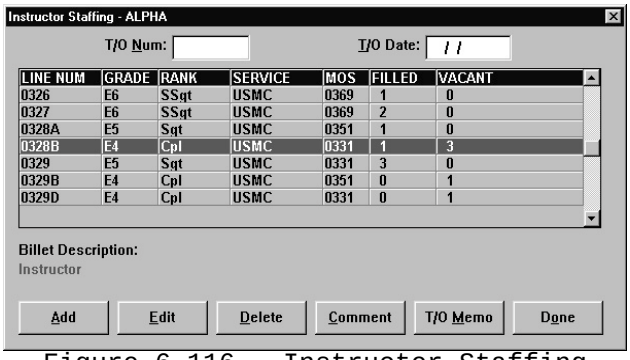
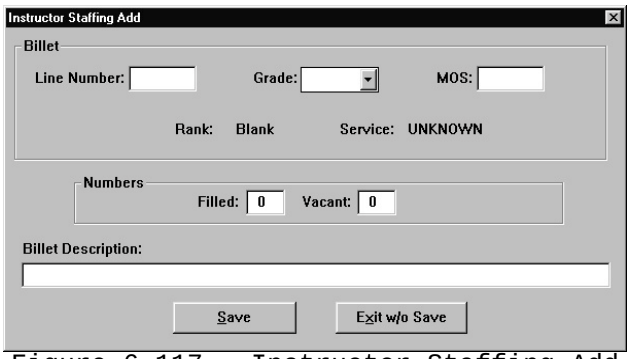
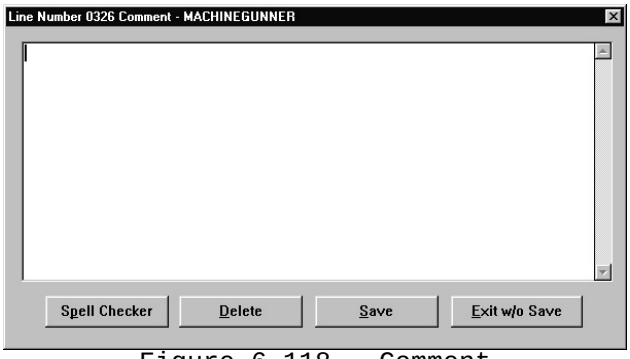

Figure 6-116. Instructor Staffing
Figure 6-117. Instructor Staffing Add
Figure 6-118. Comment
1. From the Course Record 2 Maintenance dialog box (Figure 6-111), click on **Instructor Staffing (Item 21)**. The Instructor Staffing selection list box (Figure 6-116) opens.
1. From the Instructor Staffing selection list box (Figure 6-116), click on **Add**. The Instructor Staffing Add dialog box (Figure 6-117) opens.
1. From the Instructor Staffing selection list box (Figure 6-116), highlight the desired line number by clicking on it.
2. Click on **Edit**. A dialog box similar to the one in Figure 6-117 opens.
1. From the Instructor Staffing selection list box (Figure 6-116), mark the T/O line number(s) you wish to delete using the multiple select feature.
1. From the Instructor Staffing selection list box (Figure 6-116), highlight the line number to which you wish to add comments by clicking on it.
2. Click on **Comment**. The Comment memo text box (Figure 6-118) opens. Note that MCAIMS identifies the line number you selected and the short course title in the title bar.
1. From the Instructor Staffing selection list box (Figure 6-116), click on **T/O** Memo. The T/O Memo memo text box (similar to Figure 6-118) opens.